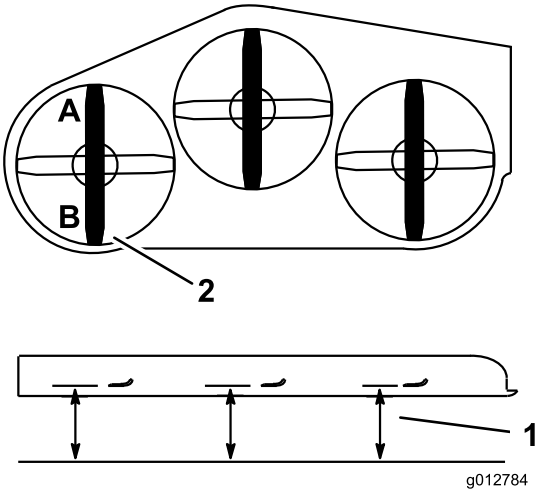

Figura 85
2. Misurate la lama sinistra al punto **A** da una superficie piana fino al tagliente della punta della lama e annotate la misura rilevata (Figura 85).
3. Misurate la lama sinistra al punto **B** da una superficie piana fino al tagliente della punta della lama e annotate la misura rilevata (Figura 85).
4. La lama del tosaerba deve essere da 6 a 10 mm più bassa al punto **A** rispetto al punto **B** (Figura 85). In caso contrario eseguite la seguente operazione.